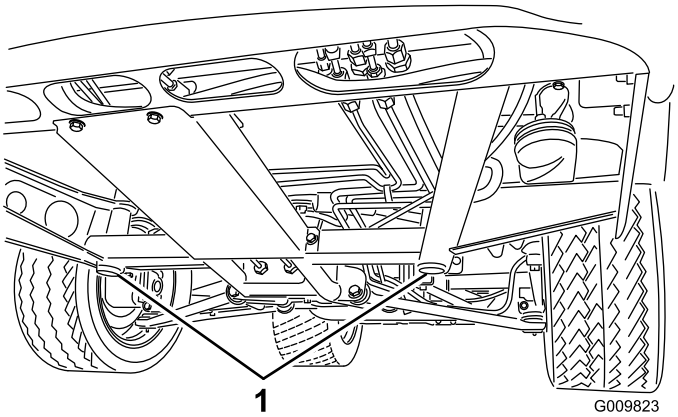
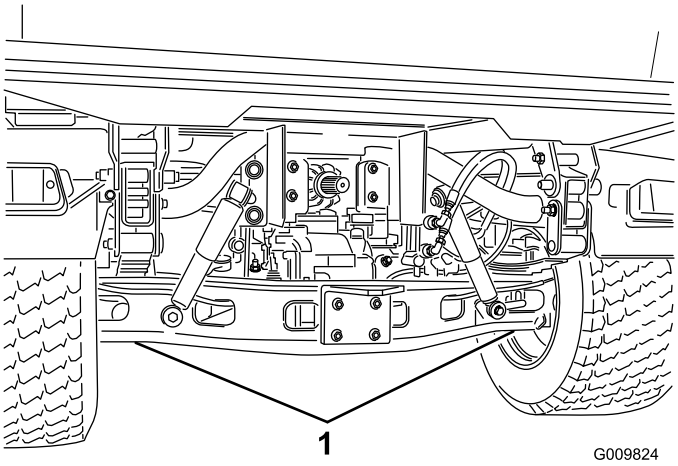

**Figur 36**
**Figur 37**
- Donkraftpunktet foran på maskinen er under stelstøtten midt på (Figur 36), og bagpå maskinen er det under akslen (Figur 37).